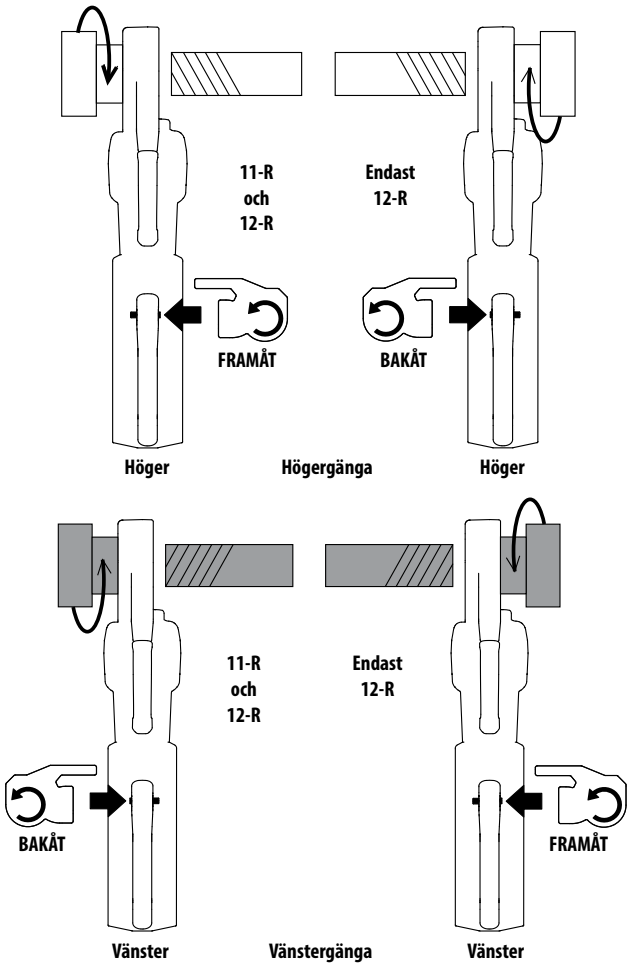

Figur 9 – Glidreglage framåt/bakåt / inriktning av gänghuvud
7. Ställ in drivenhetens glidreglage framåt/bakåt för önskad höger eller vänstergänga. *Se figur 9*.